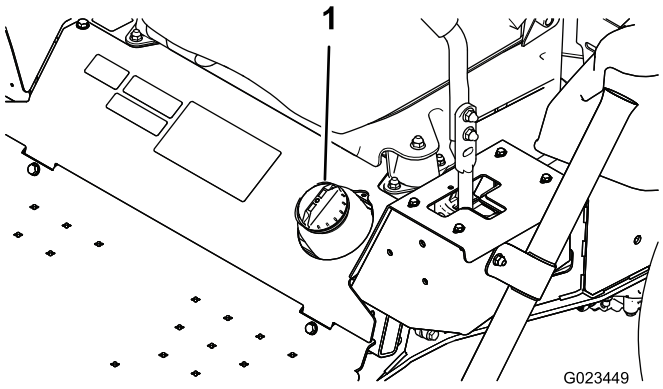

Figur 17
1. Rengjør området rundt drivstofftanklokket (Figur 17).